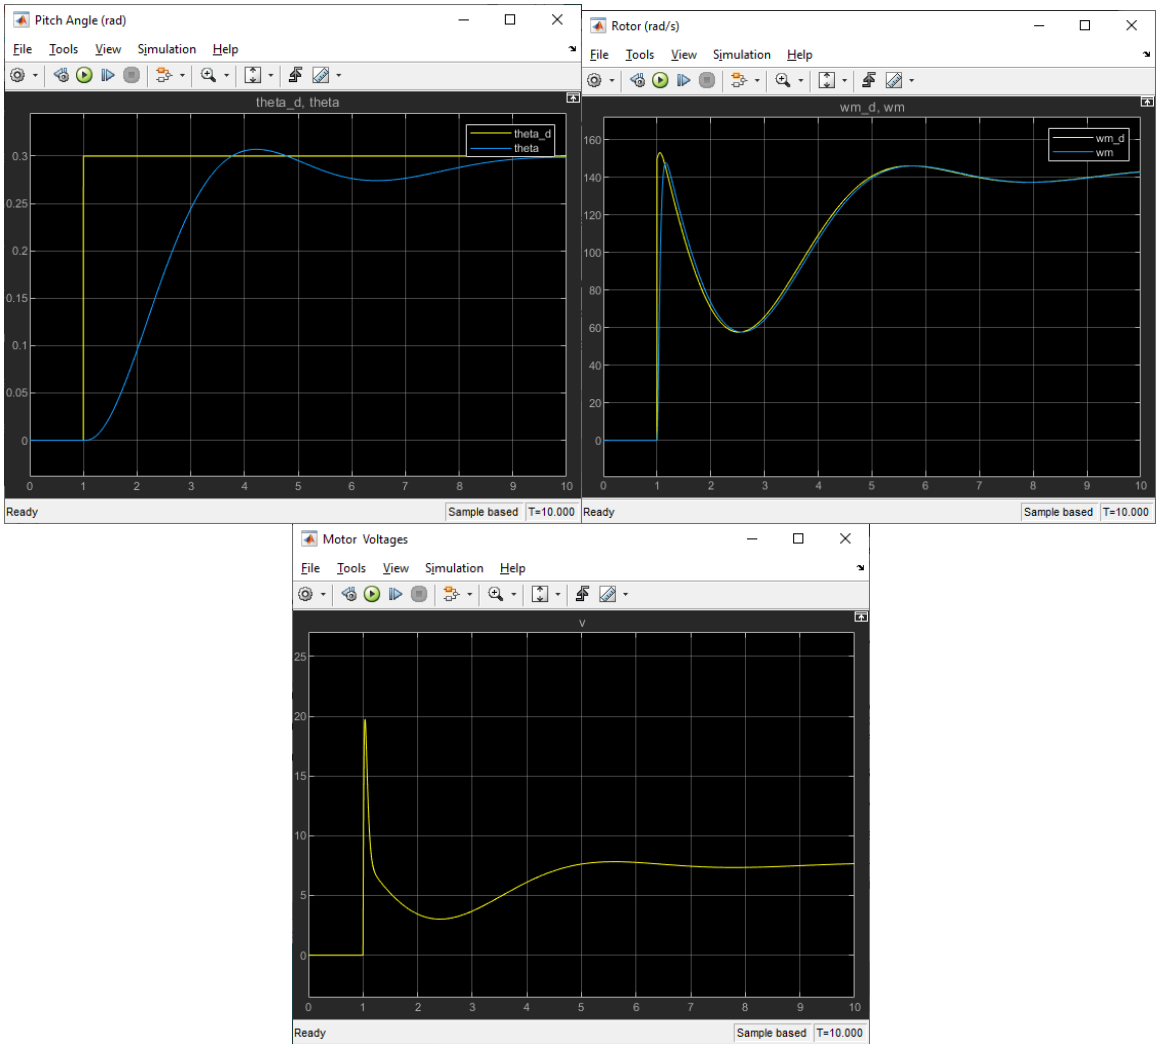

Figure 2 – Sample response from the Aero 2 simulation model
5. Run the *s_aero2_pid.slx* Simulink model to simulate the closed-loop response of the PID control. You should get a response similar to the scope shown in Figure 2.